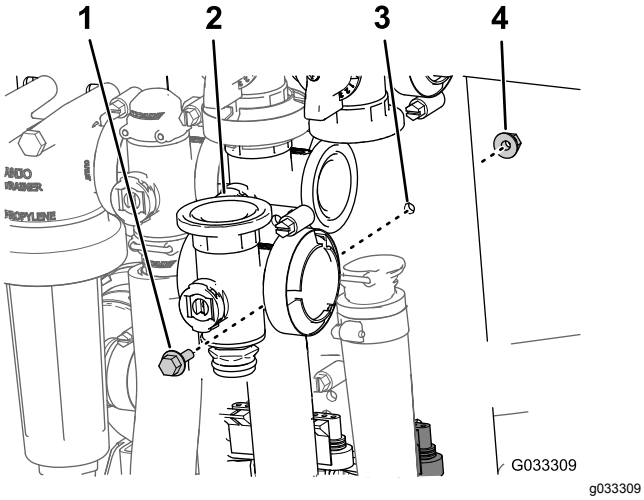

Figur 67
3. Ta bort flänsskruven och flänslåsmuttern som håller fast huvudsektionsventilen vid ventilfästet, och avlägsna sedan ventilgrenröret från maskinen (Figur 67).